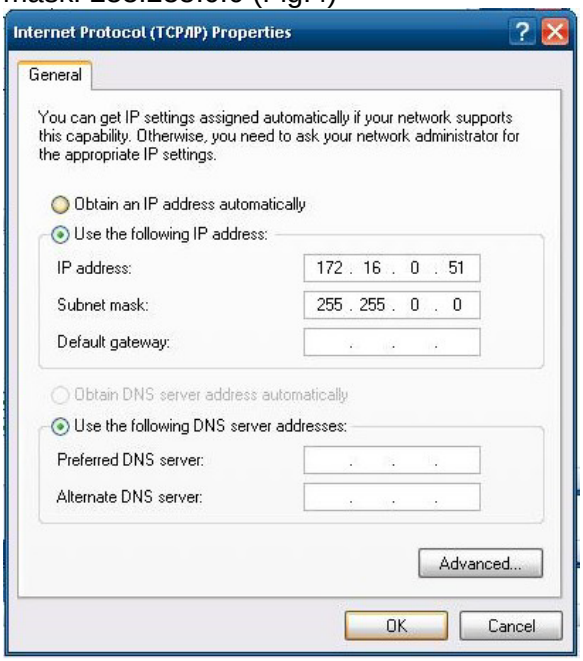

Fig.4
• For EsaBend PC configuration use the following IP addres, IP address: 172.16.0.51, Subnet mask: 255.255.0.0 (Fig.4)